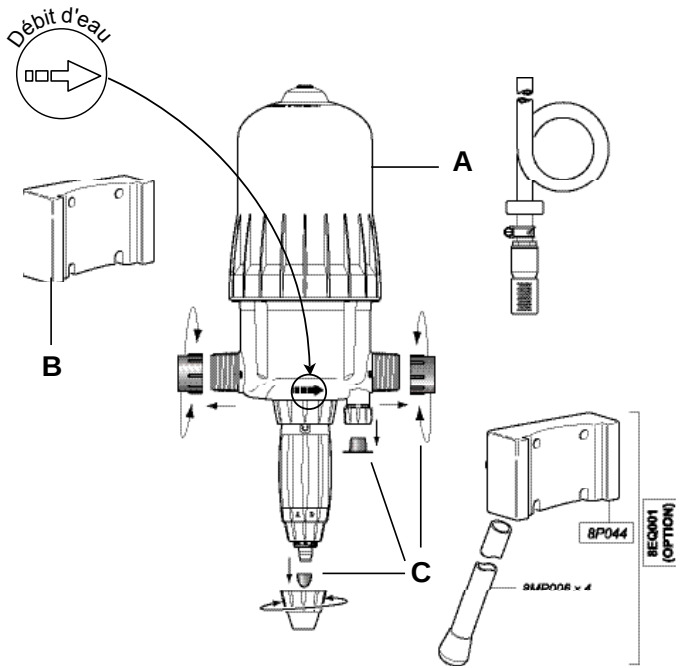

Fig. 1
- Engager les queues d'aronde du DOSATRON **(Fig. 1-A)** dans le support mural **(Fig. 1-B)**.
- Enlever les bouchons de protection **(Fig. 1-C)** qui obturent les orifices de votre DOSATRON avant de le raccorder sur le réseau d'eau.